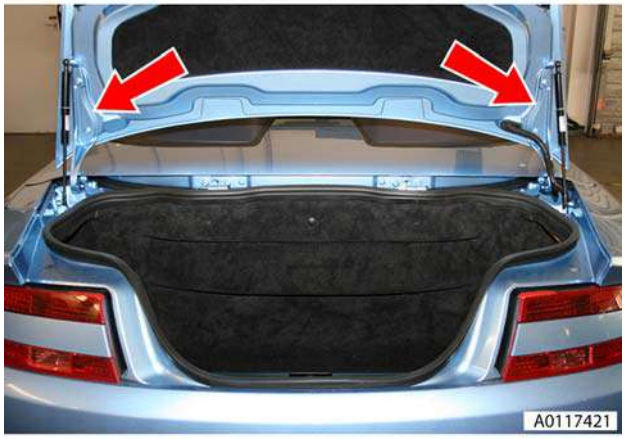

Figure 1
2. Mark outline of hinge on boot lid using a suitable marker (see Figure 1).